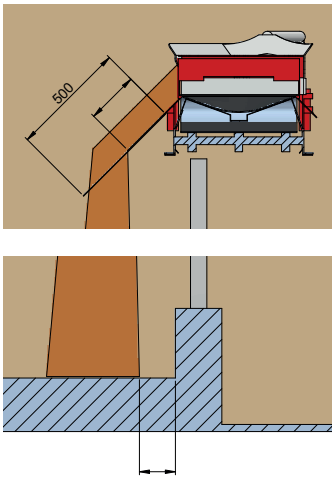

Fig. 5
6. The length of the guide plates must be adjusted to ensure the best possible positioning of the feed on the bunk feeder. **See Fig. 5**